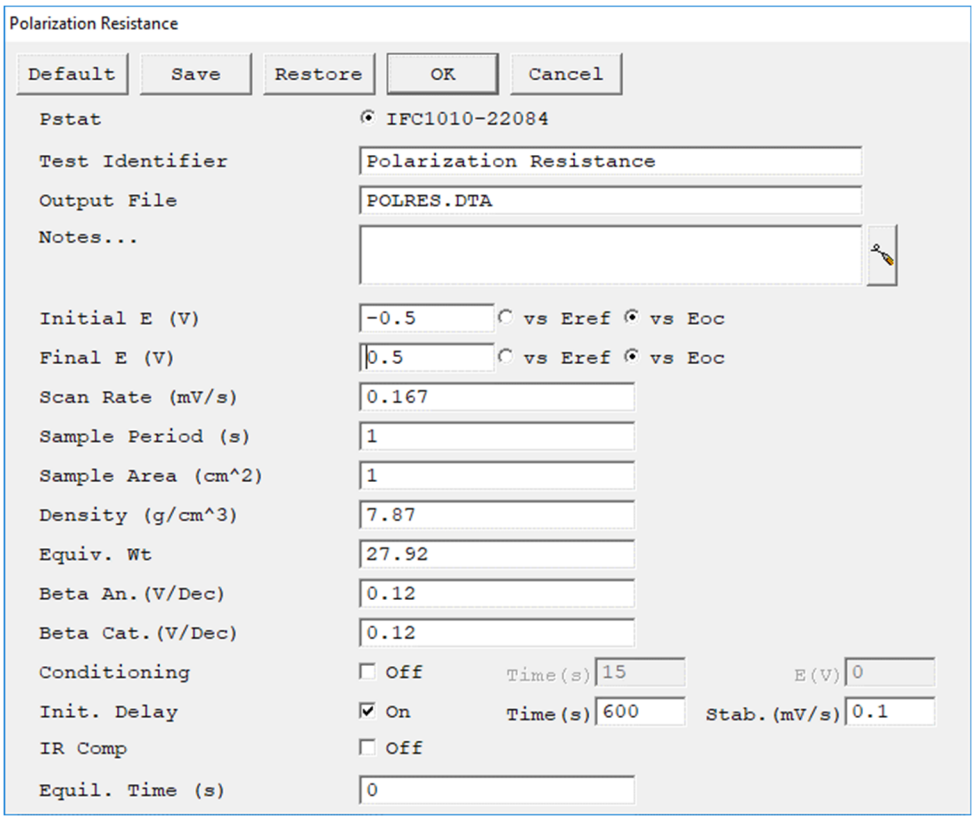

Figure 11c. Snapshot of the PDP measurement window for parameter inputs
- From Gamry Framework menu, select Experiment→DC Corrosion→A Potentiodynamic and bring up a window (Figure 11c).
- Input parameters on the window. CAUTION: The DC applied to the coupon material in corrosion studies should be specified from low to high (e.g., 'Initial E=-0.5 V' to 'Final E=+0.5 V' as shown in Figure 11c), so that the DC is scanning from cathodic to anodic. The E range (from Initial to Final) is dependent on open circuit potential (OCP). Generally, a small potential vs. OCP is applied to the coupon for a PDP test so that a good Tafel fitting could be obtained. The parameters shown in Figure 11c are the default values for a PDP measurement of iron corrosion. Depending on testing materials and/or systems, the parameters could be different. See the Gamry Interface 1010E Manual for details.